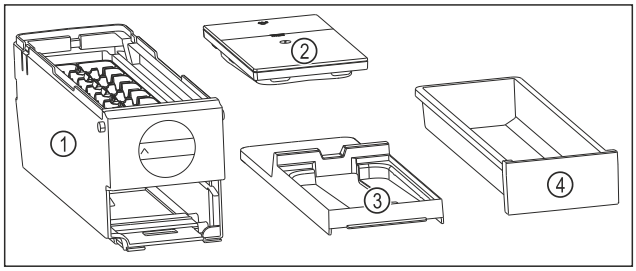

Fig. 143 Componente ale EasyTwist-Ice
▷ EasyTwist-Ice este dezasamblat în patru piese. (vezi Fig. 143)
▶ Dezasamblați EasyTwist-Ice numai în componentele ilustrate. (vezi Fig. 143)
▶ Curățați corpul EasyTwist-Ice *Fig. 143 (1)* ca un întreg.